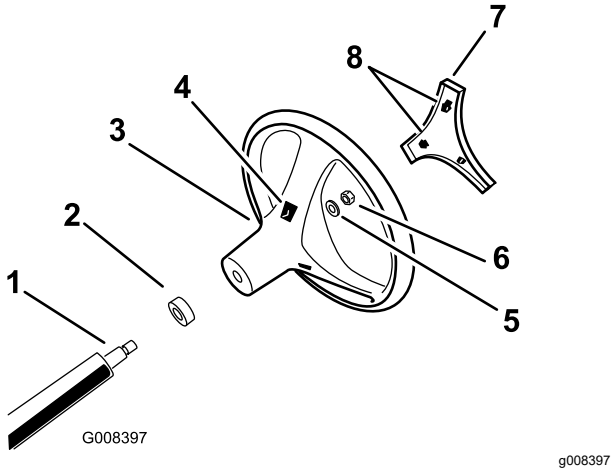

Figura 3
4. Sujete el volante a la columna con la contratuerca y apriete la contratuerca a 24-29 N·m (18-22 pies-libra), como se muestra en la Figura 3.
5. Alinee las pestañas del embellecedor con las ranuras del volante y coloque el embellecedor a presión en el centro del volante (Figura 3).